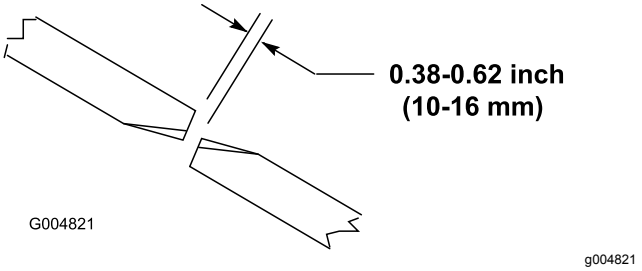

Figuur 28
Voor een goede werking van het maaidek moet de afstand tussen de randen van de messen van de zijmaaidekken en het middelste maaidek 10-16 mm bedragen (Figuur 28).
2. Draai een maaimes van het middelste maaidek en een naastgelegen mes van een zijmaaidek zodanig dat de randen van de messen in een lijn staan. Meet de afstand tussen de randen van de messen; deze afstand moet ongeveer 10-16 mm bedragen (Figuur 28).